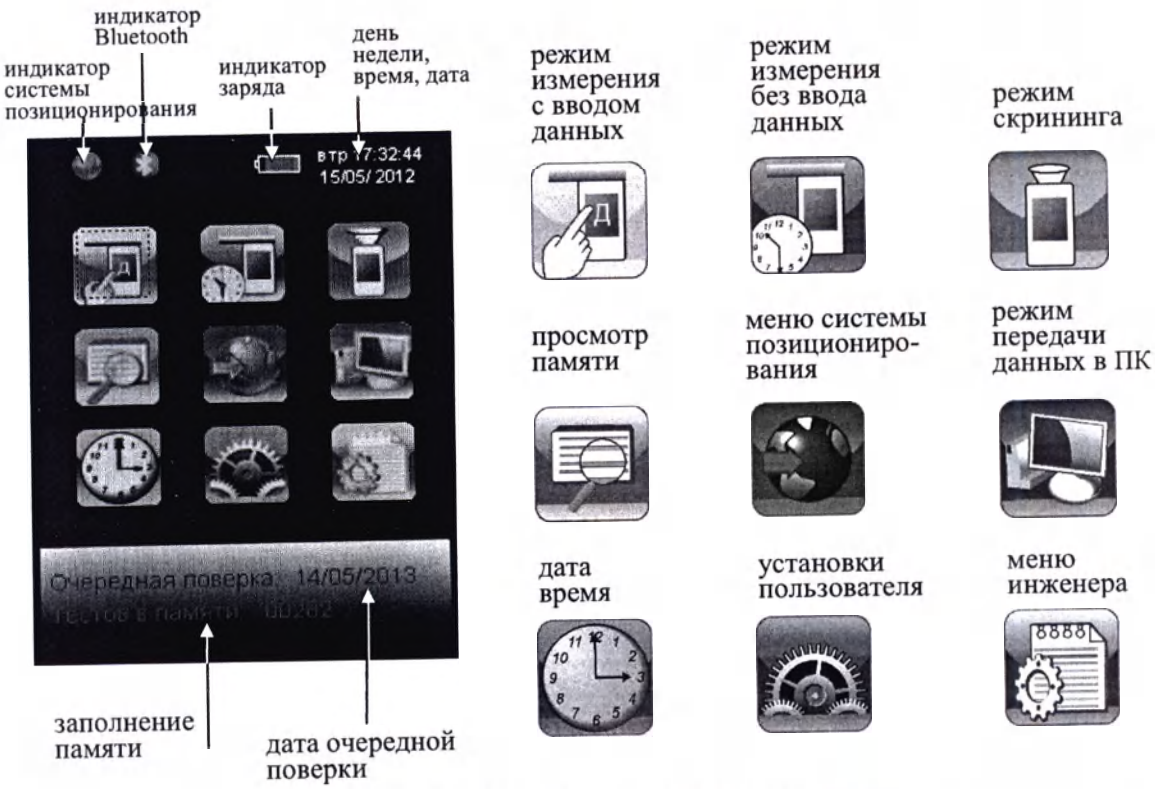

Рисунок 6 – Главное меню анализатора
Включение анализатора производится нажатием на кнопку включения/выключения, удерживая ее до звукового сигнала (1-2 секунды). При этом на экране появляется заставка с сокращенным обозначением анализатора и номером версии программного обеспечения, проводится автотестирование, после чего на экране появляется главное меню анализатора (рис. 6).
2.3.1 При включении анализатора после заставки с сокращенным обозначением анализатора и номером версии программного обеспечения на сенсорном экране появляется главное меню из 9 пунктов-иконок и индикаторов, информирующих об уровне заряда аккумуляторного блока, текущем времени и дате, а также об установлении координат текущего местоположения приемником системы позиционирования и соединения Bluetooth (рисунок 6).
2.5.2 Для входа в меню «**Установки пользователя**» в главном меню анализатора (рисунок 6) выберите пункт-иконку , касаясь ее стилусом. На сенсорном экране появится окно «**УСТАНОВКИ**» – меню из 4-х пунктов: